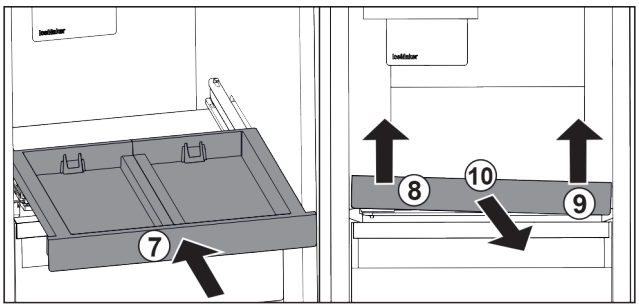

Fig. 171
▶ 推入拉出式搁板。 *Fig. 171 (7)*
▶ 抬起抽屉左前部。 *Fig. 171 (8)*
▶ 抬起抽屉右前部。 *Fig. 171 (9)*
▶ 向前取出拉出式搁板。 *Fig. 171 (10)*